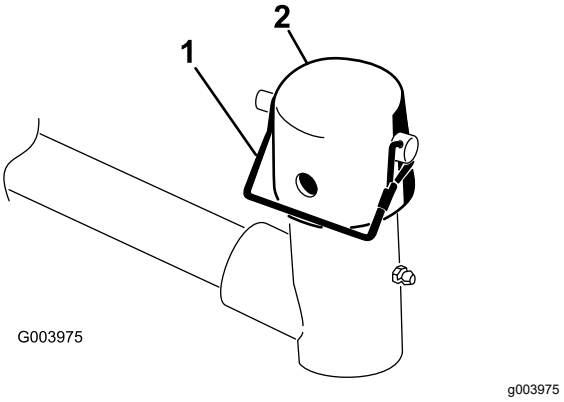

Figur 9
2. Fjern låsestiften og hetten fra løftearmens dreiegaffel (Figur 9).
Merk: Bruk åpningen hvis en klippeenhet med styring er ønsket eller bruk hullet hvis klippeenheten skal være i låst posisjon (Figur 9).